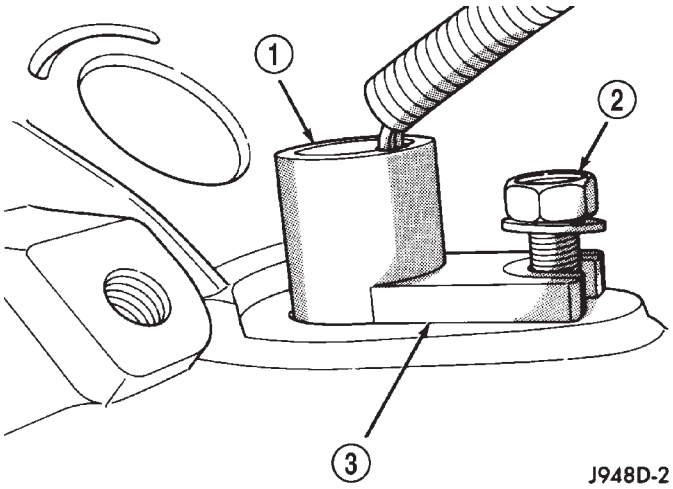

Fig. 28 Sensor Removal/Installation—8.0L V-10 Engine
(1) Raise and support vehicle.
(2) Disconnect sensor pigtail harness from main engine wiring harness.
(3) Remove sensor mounting bolt (Fig. 28).
CAUTION: Before tightening sensor mounting bolt, be sure sensor is completely flush to cylinder block (Fig. 28). If sensor is not flush, damage to sensor mounting tang may result.